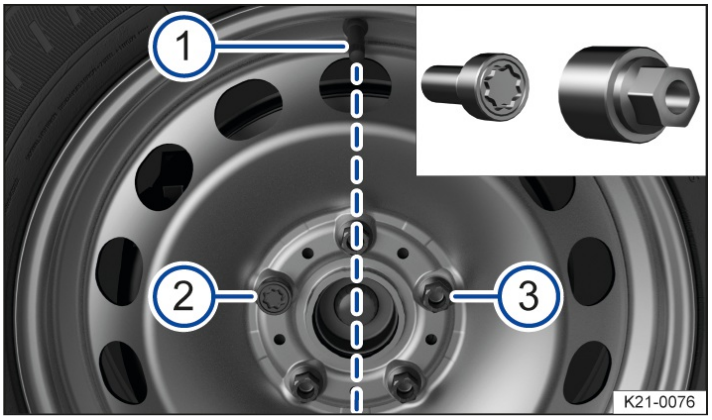

Fig. 2 Changing a wheel: tyre valve (1) and locations of the anti-theft wheel bolt (2) or (3).
On wheels with a wheel cover, the anti-theft wheel bolt must be screwed in at position → *Fig. 2* (2) or (3) according to the position of the tyre valve (1). The wheel cover can otherwise not be fitted.